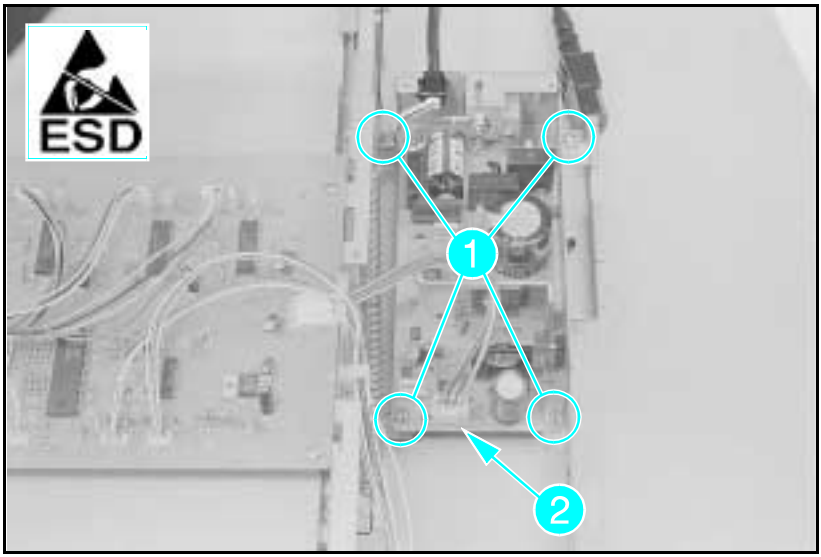

Figure A-18 Power PCA
2 Remove the (4) screws from the Power PCA (see Figure A-18, callout *1*).
3 Unplug the connector (see Figure A-18, callout *2*).